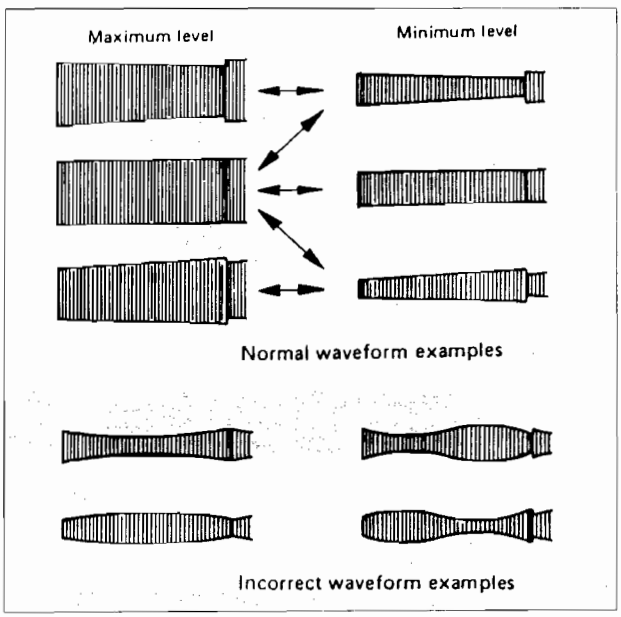

Fig. 2-5-4
2) Connect the oscilloscope to TP506 (PB FM) on the PRE/REC AMP board. Use TP511 (DRUM FF) as a trigger. Confirm that the RF envelope appears, as in Fig. 2-5-4.
5) Turn the tool first to position the A/C head fully toward the capstan. Then gradually return it toward the drum and stop at the position of maximum FM waveform output level as shown in Fig. 2-5-4.
6) Tighten screw ⑤. Remove the tool and tighten screw ④.
2) Connect the oscilloscope to TP506 (PB FM) on the PRE/REC AMP board. Use TP511 (DRUM FF) as a trigger. Confirm that the envelope appears, as in Fig. 2-5-4.